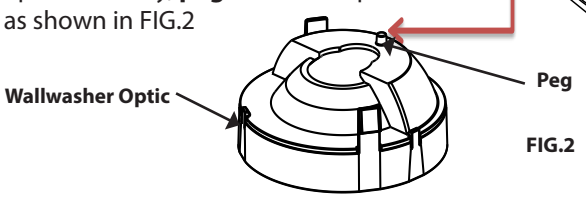

FIG.2
3. For **Wallwasher** optic assembly, **peg** must line-up with **slot** in **heatsink** as shown in FIG.2